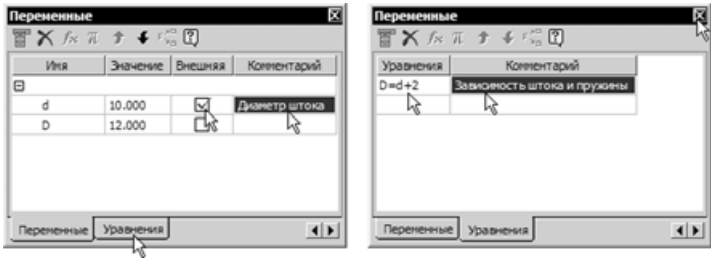

Рис. 8.32
- Нажмите кнопку **Переменные** на инструментальной панели **Стандартная**. На экране появится окно для работы с переменными и уравнениями (рис. 8.32).
- На вкладке **Переменные** отображается таблица переменных, автоматически заполненная данными из текущего эскиза. Для переменной d включите флажок **Внешняя** и заполните поле **Комментарий** (рис. 8.32, слева).
- Откройте вкладку **Уравнения**. В поля первой строки таблицы уравнений введите выражение D=d+2 и комментарий (рис. 8.32, справа). Закройте окно.